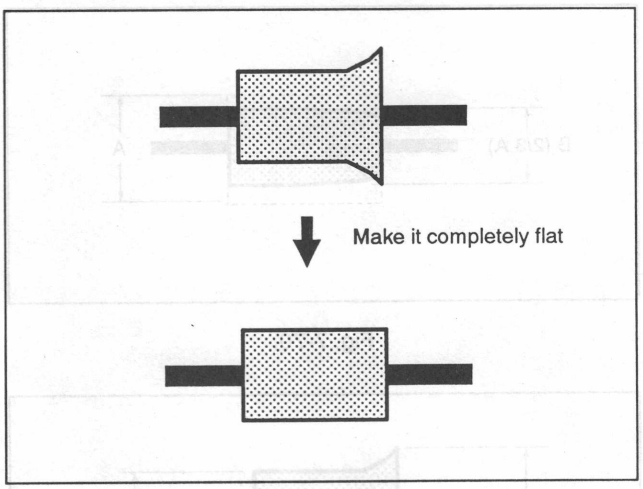

Fig. 7-78.
6) Turn No. 4 guide so that waveform is flat. (See Fig. 7-78.)